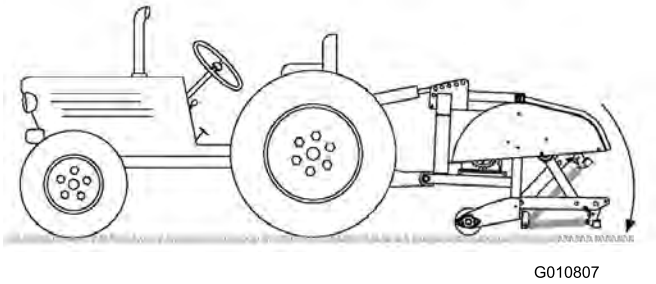

Figur 11
4. Senk luftemaskinen til bakken og forleng til toppleddsylinderen eller øvre ledd så langt som mulig (Figur 11).